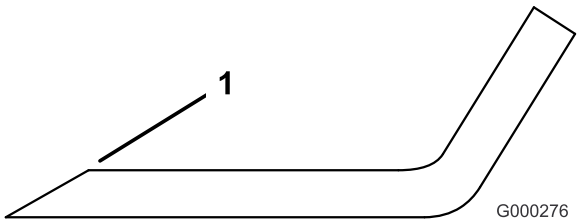

Figura 56
1. Utilice una lima para afilar el filo de corte en ambos extremos de la cuchilla (Figura 56). Mantenga el ángulo original. La cuchilla permanece equilibrada si se retira la misma cantidad de material de ambos bordes de corte.